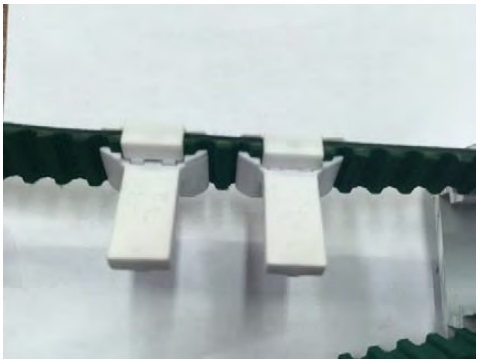

Рис. 3.24
3.2.7. Убрать фиксацию со свободного края ремня. Отступить один зуб ремня и установить еще один *Соединитель ремня наклонный (801402-0000)* (Рис. 3.24).